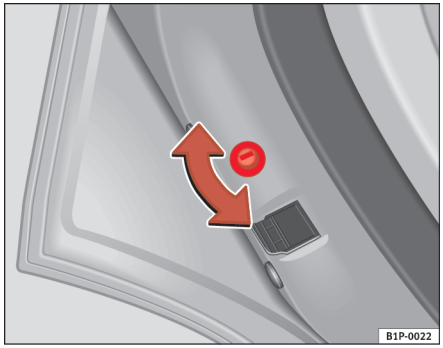
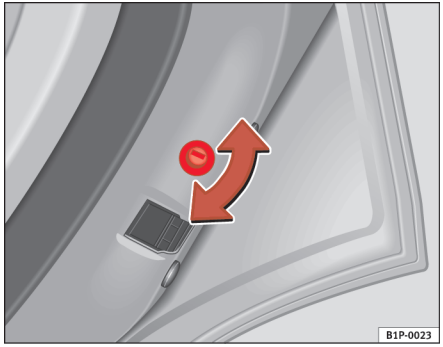

Fig. 59 Børnesikring i venstre dør
Fig. 60 Børnesikring i højre dør
– Mens døren er åben, skal du bruge nøglen til at dreje slidsen med uret i den venstre dør og mod uret i den højre dør ⇒ fig. 59, ⇒ fig. 60.
– Mens døren er åben, skal du bruge nøglen til at dreje slidsen med uret i den højre dør og mod uret i den venstre dør ⇒ fig. 59, ⇒ fig. 60.